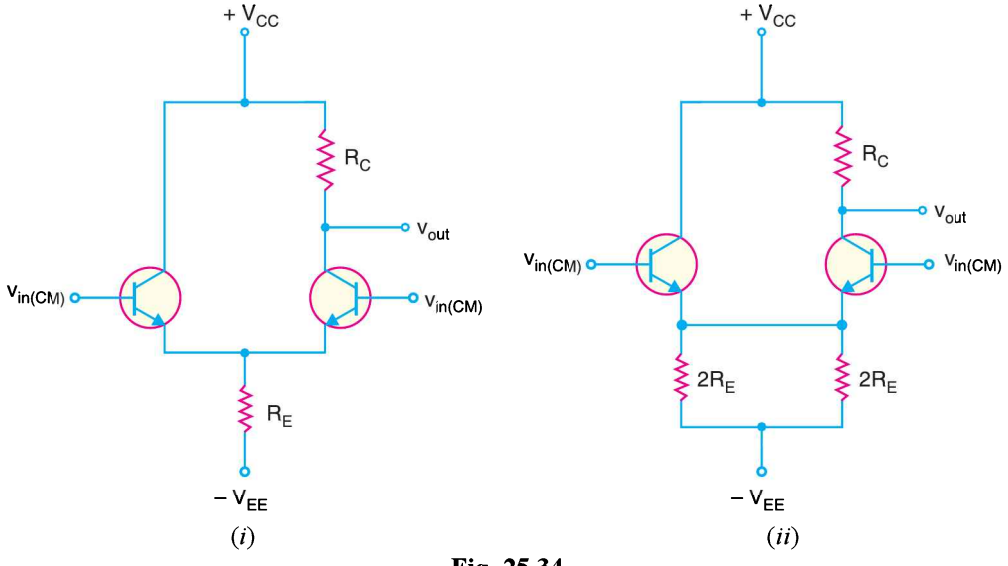
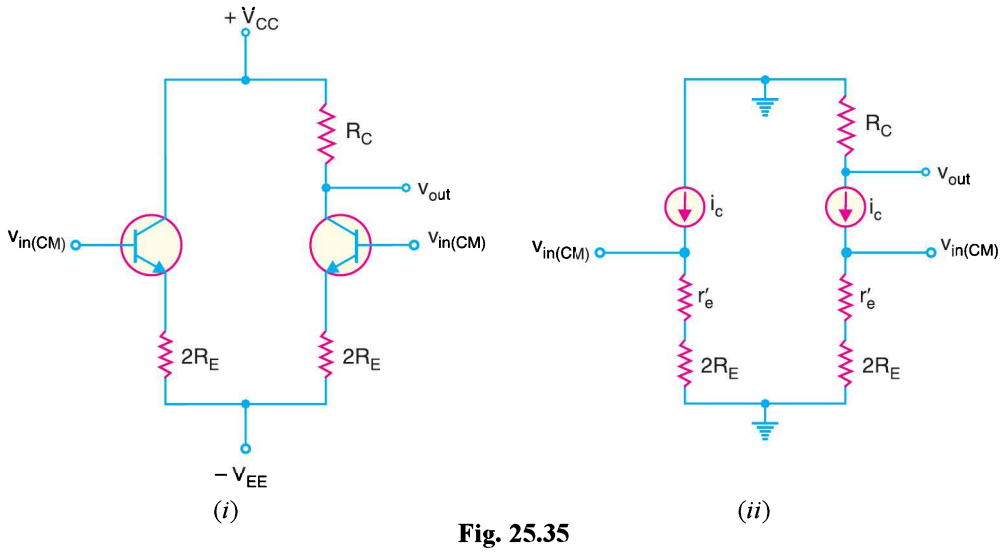

Fig. 25.34
Fig. 25.35
The common-mode signals are equal in amplitude and have the same phase. Fig. 25.34(*i*) shows the common-mode operation of a differential amplifier (*DA*). Note that the same input voltage, $v_{in(CM)}$ is being applied to each base. Ideally, there is no a.c. output voltage with a common-mode input signal. It is because a differential amplifier is designed to respond to ***the difference between two input signals***. If there is no difference between the inputs, the output of *DA* is zero. In practice, the two halves of the differential amplifier are never completely balanced and there is a very small a.c. output voltage for the common-mode signal.
The circuit shown in Fig. 25.34(*i*) can be redrawn as shown in Fig. 25.34(*ii*). In this equivalent circuit, the two parallel resistances of 2 R_E produce an equivalent resistance of R_E. Therefore, this equivalent circuit will not affect the output voltage. Assuming identical transistors, the two emitter currents will be equal and produce the same voltage across emitter resistors. Therefore, there is no current through the wire between the emitters. We can remove this wire and the circuit becomes as shown in Fig. 25.35 (*i*).
A.C. equivalent circuit. To get the a.c. equivalent circuit, we can reduce both supply voltages to zero *i.e.*, we ground each supply point. Replacing the transistors by their a.c. equivalent circuits, we get a.c. equivalent circuit of differential amplifier for commom-mode operation as shown in Fig. 25.35 (*ii*). We can derive the voltage gain of an *unbypassed *CE* circuit. Here we will use 2 R_E in place of R_E.